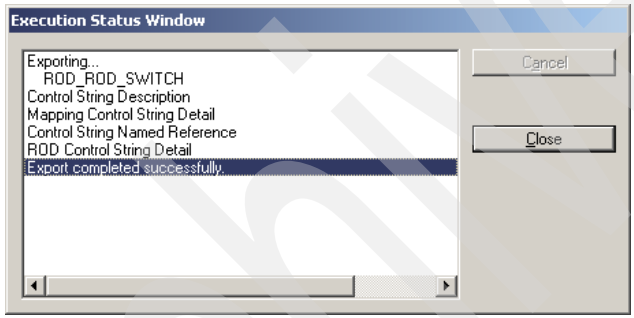

Figure 16-22 Export status
5. Enter a valid user ID and password to connect to the runtime database. The Export with Control String window opens. For each of the maps defined, there is no need to select any of the Referenced Types, so simply select **OK**. The Execution Status Window opens (Figure 16-22).